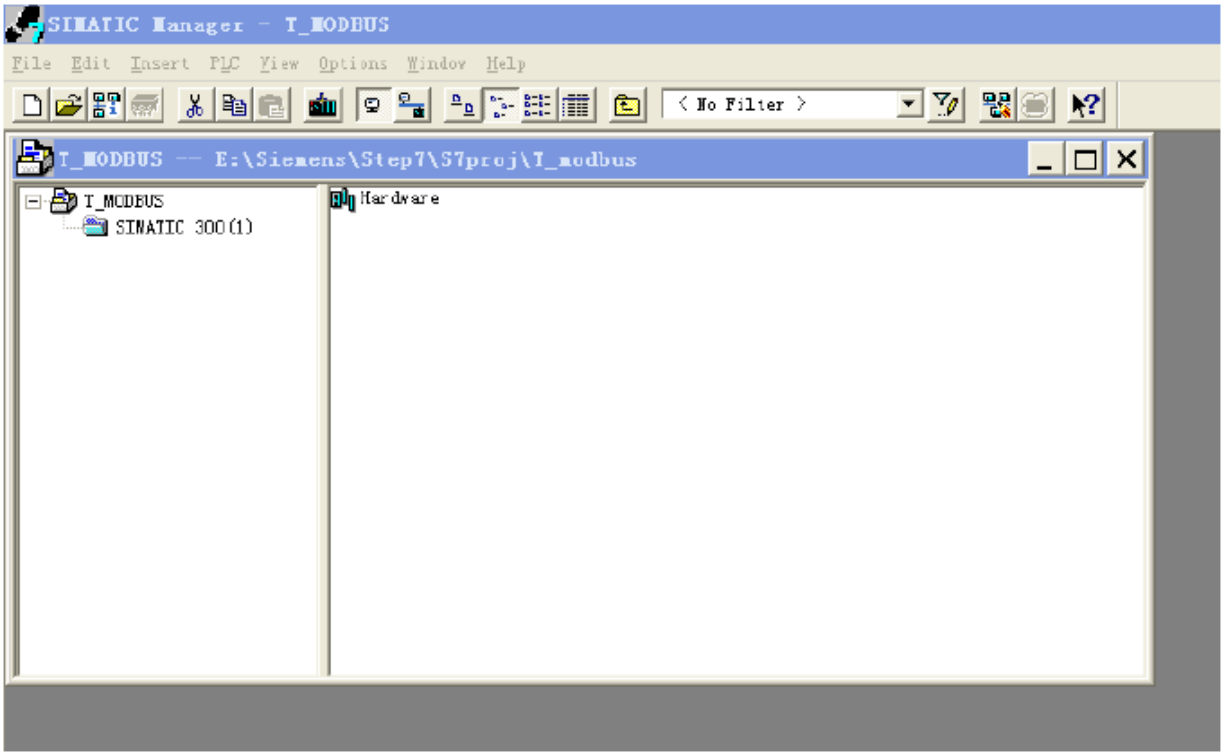

图 4
3. 打开 S7 PLC 硬件设置 SIMATIC 300(1)->Hardware, 双击;如图 4